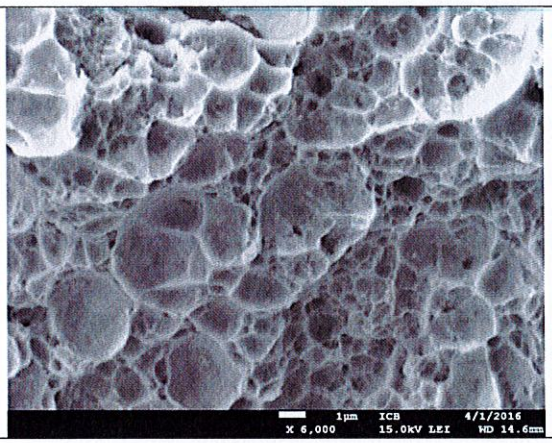
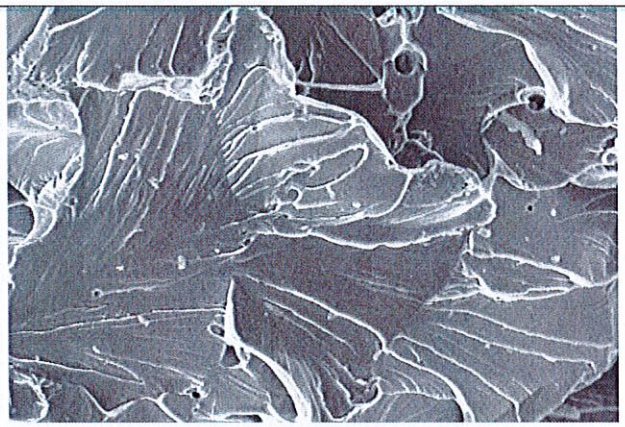

Figure 4a
Figure 4b
- ❑ A votre avis, quelle la nature de la rupture qui est attendue ? Celle de la figure 4a ou celle de la figure 4b, vous prendrez le temps de décrire ces deux modes de rupture.